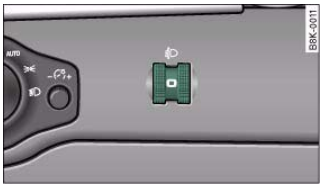

Fig. 53 Headlight range control
– Turn the thumbwheel ⇒ *page 56,* fig. 53 to the appropriate setting.